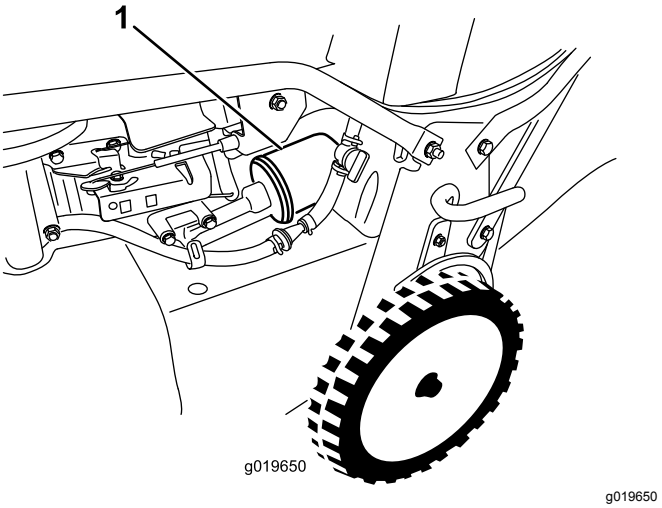

Figuur 30
6. Verwijder het oliefilter (Figuur 30).